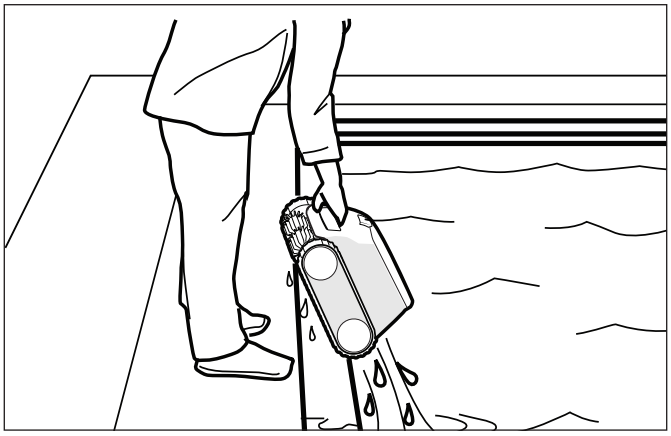

Figure 8. Keep Cleaner Vertical to Drain Water
2. Hold the cleaner vertically to drain (Figure 8).